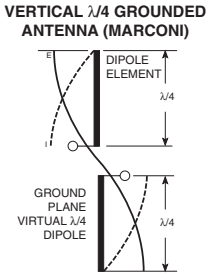

Figure 25: Dipole Antenna
4. In many antenna designs, particularly ¼-wave whips, the ground plane acts as a counterpoise, forming, in essence, a ½-wave dipole (Figure 25). For this reason, adequate ground plane area is essential. The ground plane can be a metal case or ground-fill areas on a circuit board. Ideally, it should have a surface area less than or equal to the overall length of the ¼-wave radiating element. This is often not practical due to size and configuration constraints. In these instances, a designer must make the best use of the area available to create as much ground plane as possible in proximity to the base of the antenna. In cases where the antenna is remotely located or the antenna is not in close proximity to a circuit board, ground plane or grounded metal case, a metal plate may be used to maximize the antenna's performance.